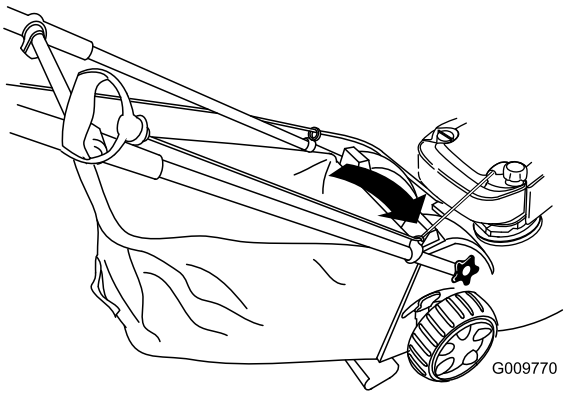

Bild 24
1. Verlegen Sie das Starterkabel um die untere Kabelführung (Bild 24).